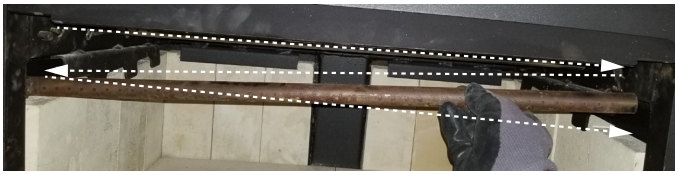

Figure 19 Enlèvement du tube d'air avant
2. Retirez le tube d'air en le glissant dans l'espace à droite, puis faites-le glisser vers la gauche et partiellement vers l'avant, et, enfin, retirez le tube en le glissant vers la droite et hors de la chambre de combustion. Ce mouvement ressemble à la lettre Z. Voyez la figure 19.